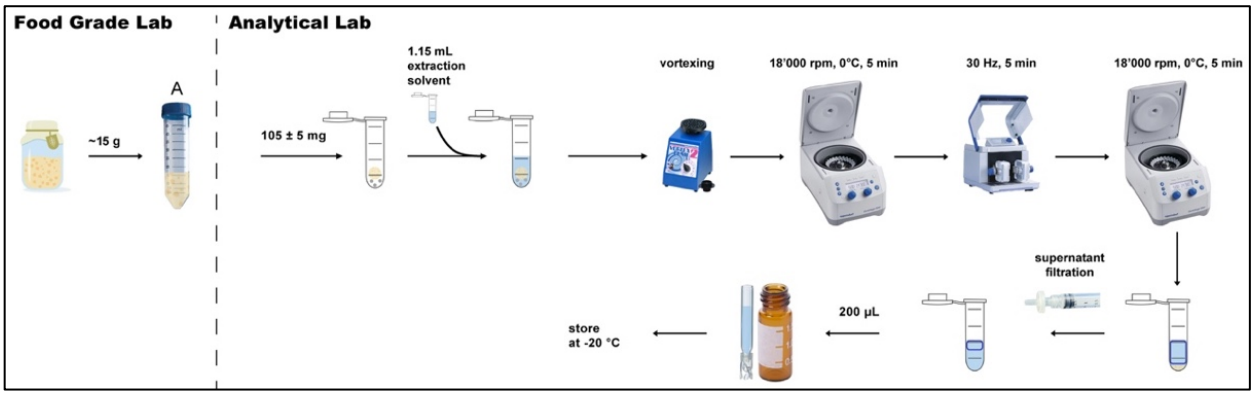

Figure 6. Metabolite extraction of sourdough samples.
8. Samples are transferred to a 96-well plate according to Figure 6.